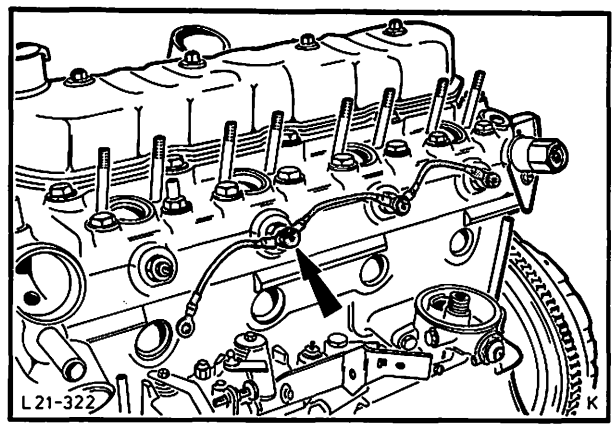

Abb. 41 Stromkabel – Glühkerzen abmontieren
8. Schutzkappen – Glühkerzen abnehmen, Rändelmuttern (4) abschrauben und Kabel von Glühkerzen abmontieren, Abb. 41. Glühkerzen ausbauen.